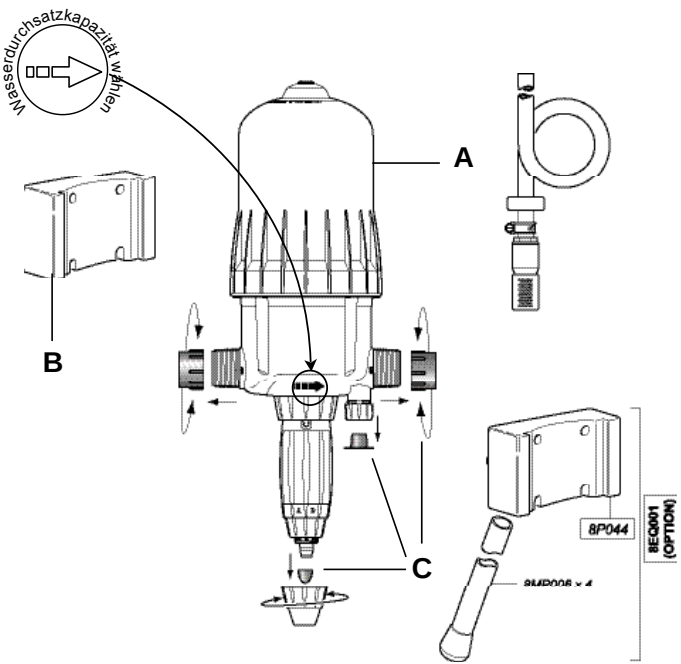

Abb. 1
- Schwalbenschwanz vom Dosatron (**Abb. 1-A**) in den Wandträger stecken (**Abb. 1-B**).
- Die vorhandenen Schutzkappen (**Abb. 1-C**) abnehmen, bevor Sie das Gerät an die Wasserversorgung anschließen.